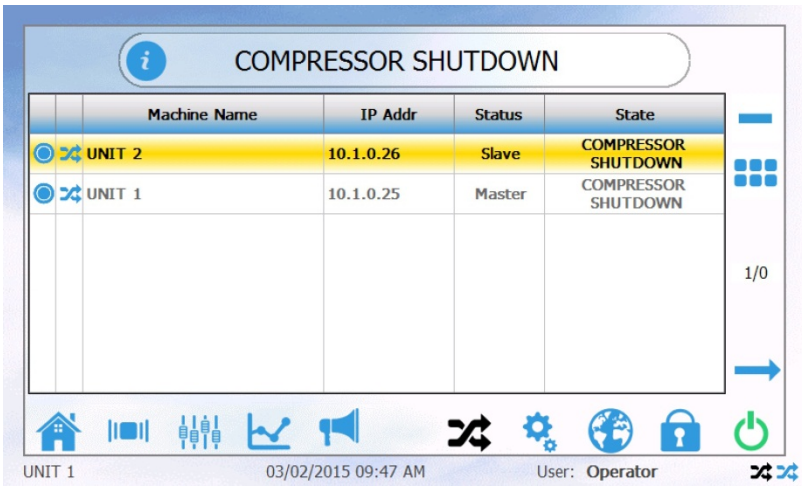

FIGURE 3-19
13. Once all desired compressors have been added, verify that one master is shown and the rest of the compressors are slaves. Reference Figure 3-19.